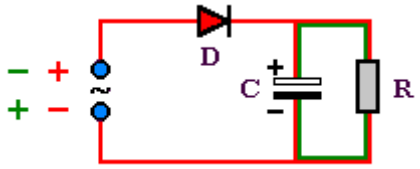

Abb.1: Einweggleichrichter
b. Verfolgen Sie den Weg des Stromes durch die Diode während der beiden Halbphasen der Wechselspannung (s. Abb. 1). Erklären Sie, warum am Ausgang eine pulsierende Gleichspannung vorliegt.